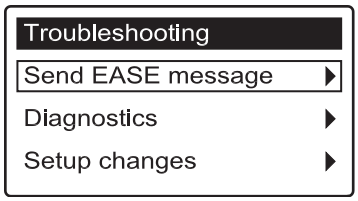

FIG. 75
5. Press the SELECT (○) button to display the Troubleshooting menu (See Figure 75).
8. A bar is displayed showing the transmission’s progress. Once completed, the Troubleshooting screen immediately reappears (Figure 75).